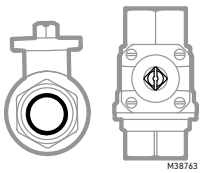

Fig. 3. Exemple d'une vanne à bille sphérique ouverte.
- Avant l'installation, assurez-vous que la vanne à bille sphérique est en position ouverte pour garantir son alignement avec l'actionneur. Reportez-vous à la Fig. 3.